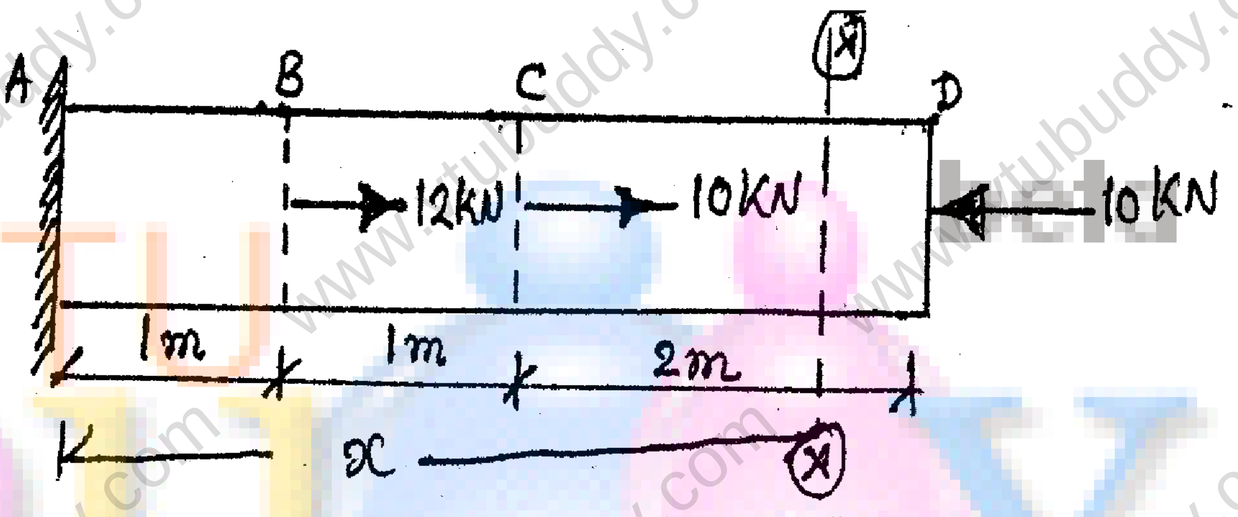

Fig.1(b)
b. A steel rod having diameter 40mm is loaded as shown in Fig.1(b). Taking E = 200 GPa, determine,